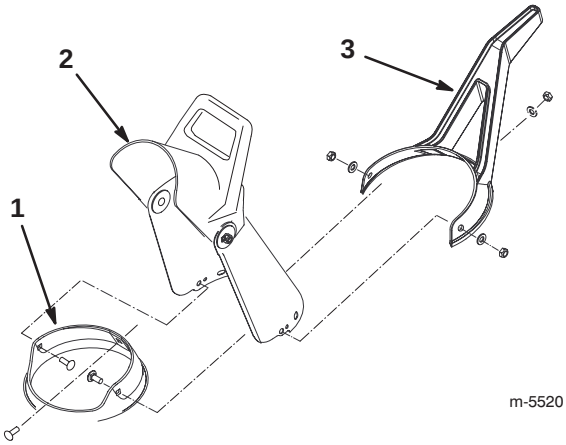

Figur 9
1. Placera utkastaren över utkastarringen och rikta in hålen på utkastarens baksida i linje med centrumhålet i utkastarringen (figur 9).
2. Sätt in en skruv genom centrumhålet i utkastarringen från insidan och genom hålet i utkastaren (figur 9).
3. Sätt in utkastarhandtaget över utkastaren och sätt in skruven helt och hållet genom mitthålet i utkastarhandtaget (figur 9).